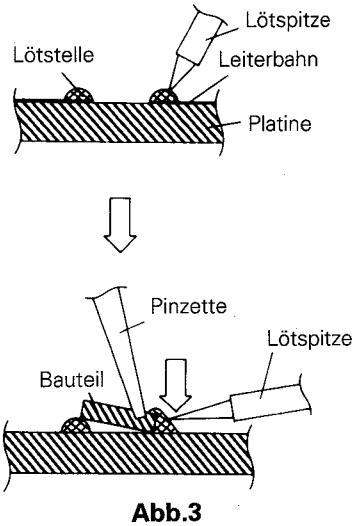

Abb.3
B. Das neue Bauteil mit den Anschlußkontakten auf die Lötselle pressen und wie in Abbildung 3 gezeigt anlöten.